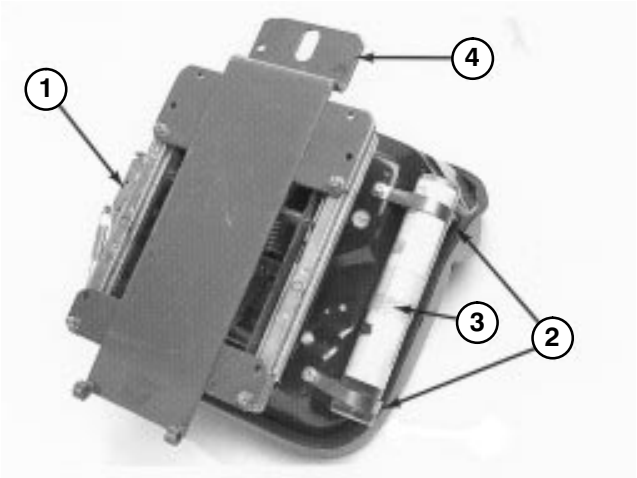

Figure 8
5. Mount seat suspension assembly to (4) capscrews on seat bottom and secure with (4) lockwashers, flatwashers and nuts (Fig. 8).
6. Loosely secure (2) R−clamps to right side of seat bottom with (2) capscrews and flatwashers supplied in kit (Fig. 8). Install manual tube into R−clamps and tighten capscrews (Fig. 8).
7. Mount seat support over four threaded studs at the bottom of seat suspension assembly and secure in place with lockwashers and nuts (Fig. 8).
Note: When mounting seat suspension, use forward set of mounting holes for a shorter operator, as shown in figure 8, or rear set for a taller operator.